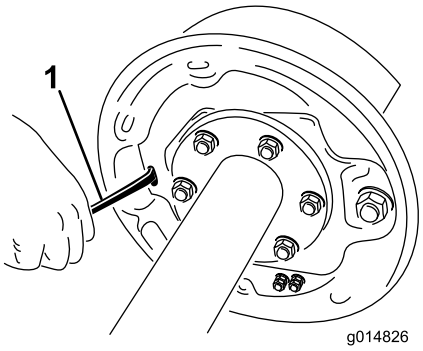

Figur 51
4. Vrid om stjärnhjulet på justeringsenheten med hjälp av en skruvmejsel för att expandera bromsskorna (Figur 51).